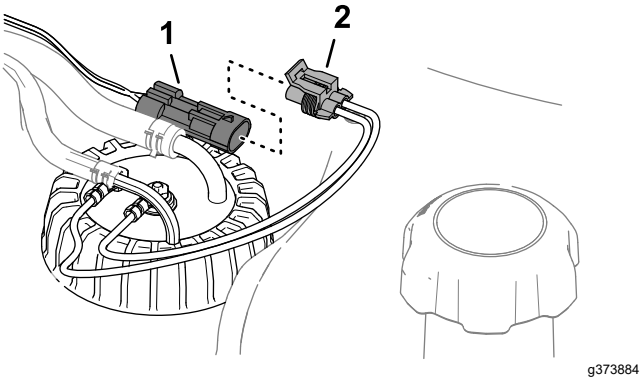

**Figuur 94**
6. Steek de connector van de kabelboom van de brandstofsensor in de connector van de machinekabelboom (Figuur 94).